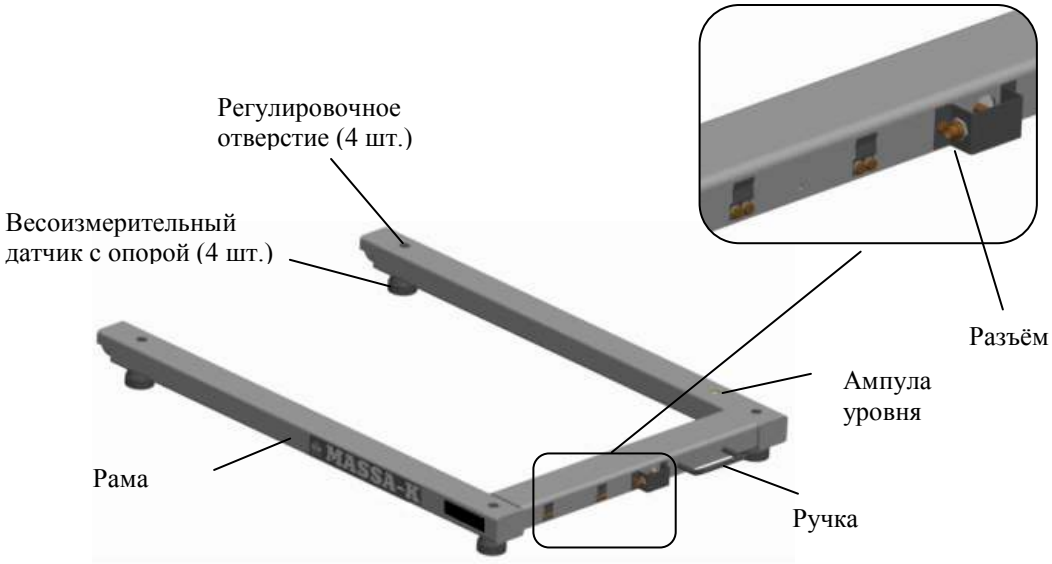

Рис. 7.1 - Модуль взвешивающий 4D-U
7.1.1 Модуль состоит из рамы, на которой установлены четыре цифровых весоизмерительных датчика с опорами (Рис. 7.1).
7.2.2 Выньте заглушки из регулировочных отверстий (см. Рис. 7.1). Вкрутите опоры в весоизмерительные датчики. Используя шлицевую отвертку, установите винт каждой из опор вровень с верхней гранью весоизмерительного датчика.